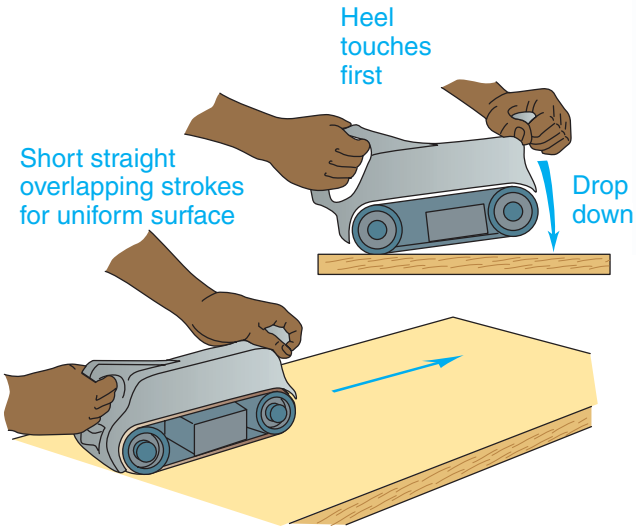

Figure 6-17 Using a Belt Sander
1. Hold the sander with both hands and turn it on, as in **Figure 6-17**.